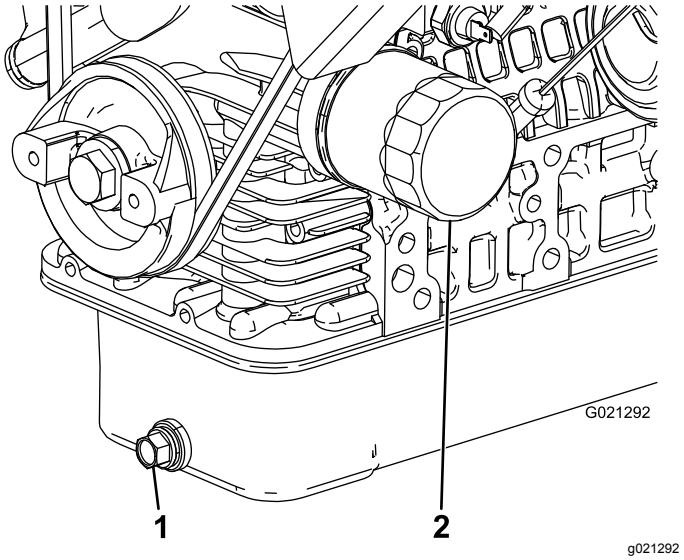

Figur 37
2. Fjern tappepluggen (Figur 37) og la oljen renne ut i et tappefat.
4. Ta av oljefilteret (Figur 37).